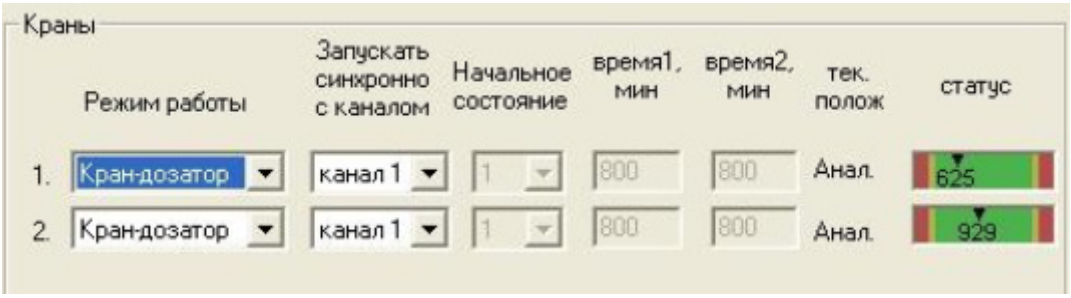

Рис. 33: Параметры кранов
8. Во вкладке *Краны и Термостаты*, в сегменте *Краны* (Рис. 33) укажите настройки крана, если он есть в составе прибора: